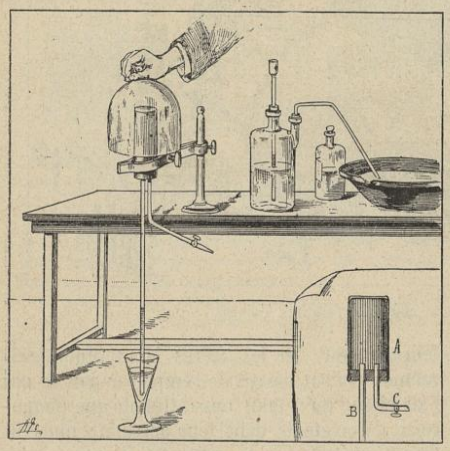

Fig. 282. — Diffusion de l'hydrogène à travers les cloisons poreuses.
le tube B dans une cuvette contenant de l'eau et faisons arriver par C un courant rapide d'hydrogène, puis fermons le robinet placé sur ce dernier tube (fig. 282). Nous verrons immédiatement le liquide monter dans B, ce qui montre que l'hydrogène s'est échappé rapidement de cet appareil qui nous paraissait clos. Bientôt le liquide redescend, lentement toutefois, parce que l'air extérieur s'introduit à son tour, mais beaucoup moins vite que l'hydrogène ne s'est échappé (1).